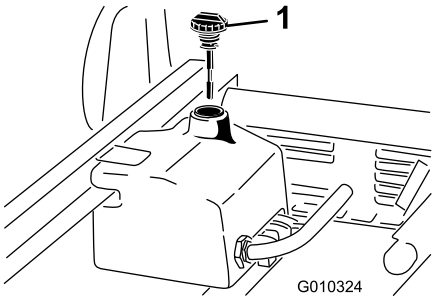

Rysunek 19
1. Oczyść obszar wokół szyjki wlewu i korka zbiornika hydraulicznego (Rysunek 19).
3. Wyjmij wskaźnik poziomu (Rysunek 19) z szyjki wlewu i przetrzyj go czystą szmatką.